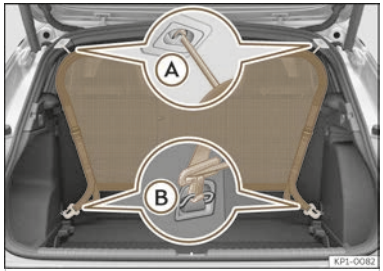

Fig. 191 Net partition fitted.
- Hook the net partition to the left-hand side roof housing ››› **Fig. 191** Ⓐ. Be sure to pull the cross rod down past the upper position.
- Hook in the net partition on the rear right-hand side roof housing by pressing on the bar ››› Fig. 191 Ⓐ.
- Secure two hooks of the partition net to the fastening rings of the boot ››› Fig. 191 Ⓑ and tighten the straps firmly.